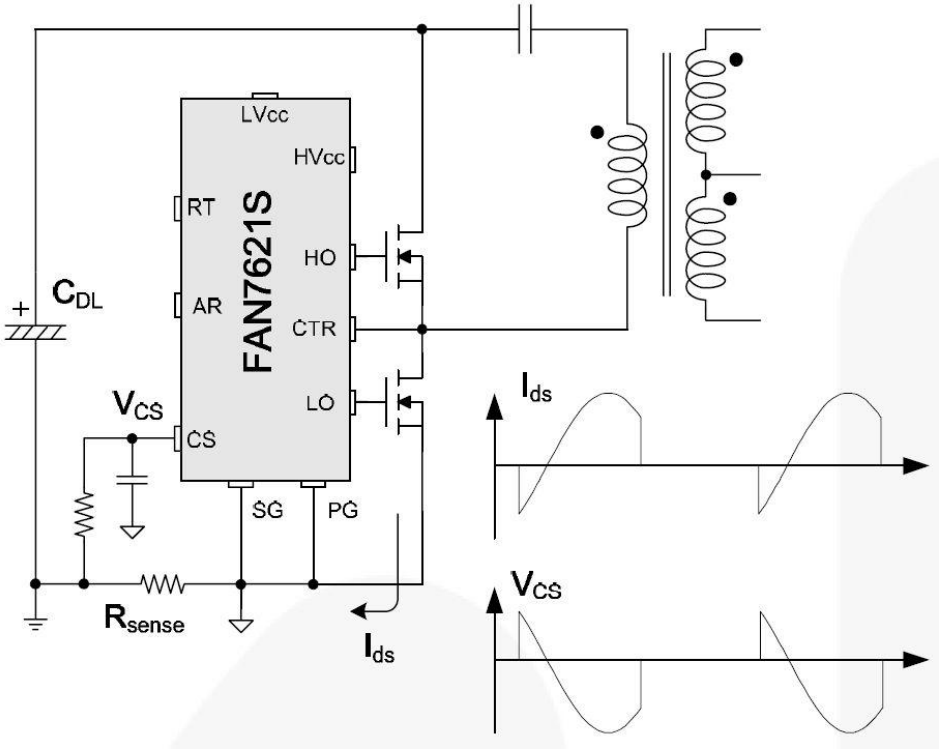
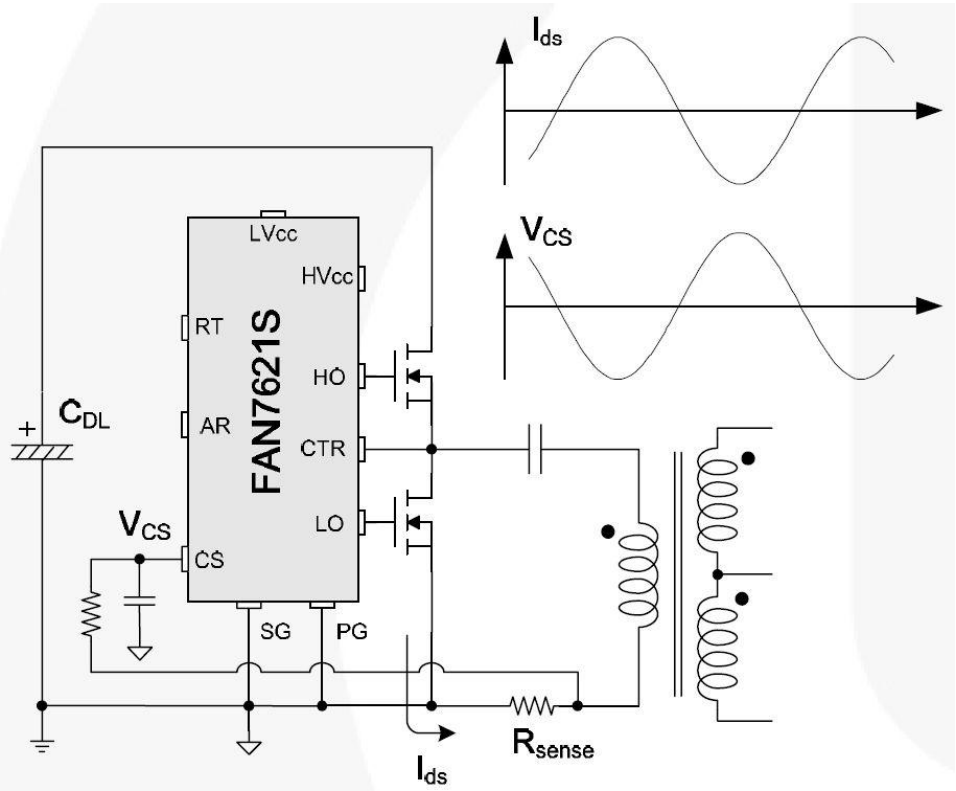

Рис. 23. Измерение половины волны
Рис. 24. Измерение полной волны
6. Использование токоизмерительного резистора: FAN7621S измеряет стекающий ток через отрицательное напряжение, как показано на рис. 23 и рис. 24. Измерение половины волны позволяет низкое энергопотребление в токоизмерительном резисторе, в то время как измерение полной волны имеет меньший шум переключения в измерительном сигнале.